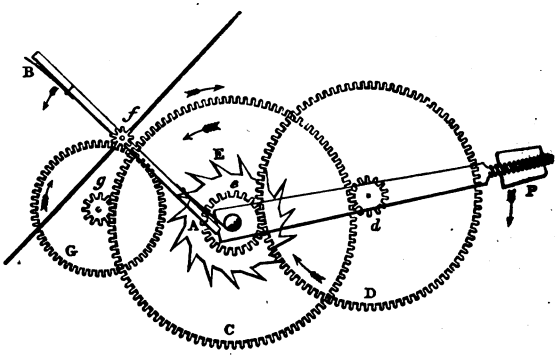

Fig. 16.
from its centre O than the average. The equation plate of course is not really in the position drawn here in order to exhibit its shape, but in a plane parallel to the wheels A and B, and it is driven by a slow train of wheels or an endless screw from the arbor *a*. Instead of bevelled wheels, it will be the same thing if we put a common pinion between a common spur-wheel on the arbor *a*, and an internal wheel (*i. e.* a wheel with teeth on the inside of its rim) in the place of B; only in that case the two wheels will move with different velocities in proportion to the numbers of their teeth. The pinion between them rides on a stud in the side of the bar, which rides on the main arbor at one end, and the other end rests on the equation plate, as before. Or again, it may be done without either bevelled or internal wheels, by an arrangement like that which we shall have to describe (see fig. 16) under the head of train remontoires. Professor Willis, in his *Principles of Mechanism*, gives the name of *encyclical trains* to all these arrangements for adding a secondary motion to a wheel without interfering with the primary motion which it receives from the principal train.
here, especially as the following is a still more simple arrangement of a gravity train remontoire, also used by the French. Let E in fig. 16 be the scape-wheel turning in a minute, and *e* its pinion which is driven by the wheel D having a pinion *d* driven by the second or centre wheel C, which we may suppose to turn in an hour. The arbors of the scape-wheel and centre-wheel are of course distinct, their pivots meeting in a bush fixed somewhere between the wheels. The pivots of the wheel D are set in the frame AP, which rides on the arbors of the centre-wheel and scape-wheel, or on another short arbor between them. The centre wheel also drives another wheel G, which again
In this figure (17), E, *e*, D, *f*, A, and B, are the same things as in fig. 16. But *e*, the scape-wheel pinion, is no longer fixed to the arbor, nor does it ride on the arbor, as had been the case in all the previous spring remontoires, thereby producing probably more friction than was saved in other respects; but it rides on a stud *k*, which is set in the clock-frame. On the face of the pinion is a plate, of which the only use is to carry a pin *h* (and consequently its shape is immaterial), and in front of the plate is set a bush *b*, with a hole through it, of which half is occupied by the end of the stud *k*, to which the bush is fixed by a small pin, and the other half is the pivot hole for the scape-wheel arbor. On the arbor is set the remontoire spring *s* (a moderate-sized musical box spring is generally used), of which the outer end
is bent into a loop to take hold of the pin *h*. In fact, there are two pins at *h*, one a little behind the other, to keep the coils of the spring from touching each other. Now it is evident, that the spring may be wound up half or a quarter of a turn at the proper intervals, without taking the force off the scape-wheel, and also without affecting it by any friction whatever. When the scape-wheel turns in a minute, the letting off would be done, as before described, by a couple of notches in the scape-wheel arbor, through which the spikes A, B, in fig. 16, would pass alternately. But in clocks with only three wheels in the train, it is best to make the scape-wheel turn in two minutes, and consequently you would want four notches and four remontoire arms, and the fly would only make a quarter of a turn. And therefore Mr Denison, who invented this remontoire, made the following provision for diminishing the friction of the letting-off work. The fly pinion *f* has only half the number of teeth of the scape-wheel pinion, being a lantern pinion of 7 or 8, while the other is a leaved pinion of 14 or 16 (and therefore the same wheel D will properly drive both, as will be seen hereafter). The scape-wheel arbor ends in a cylinder about $\frac{1}{8}$th inch in diameter, with two notches at right angles cut in its face, one of them narrow and deep, and the other broad and shallow, so that a long and thin pin, such as B, can pass only through one, and a broad and short pin A through the other. Consequently, at each quarter of a turn of the scape-wheel, the remontoire fly, on which the pins AB are set on springs, as in fig. 16, can turn half round. It is set on its arbor *f* by a square ratchet and click, which enables you to adjust the spring to the requisite tension to obtain the proper vibration of the pendulum. The fly is not (except in very large clocks) separate from the letting-off arms, because there is found to be no occasion for it; but the blow on the cylinder is diminished by the fly having to pass over a friction spring (which cannot be distinctly shown in this drawing) just before it reaches the